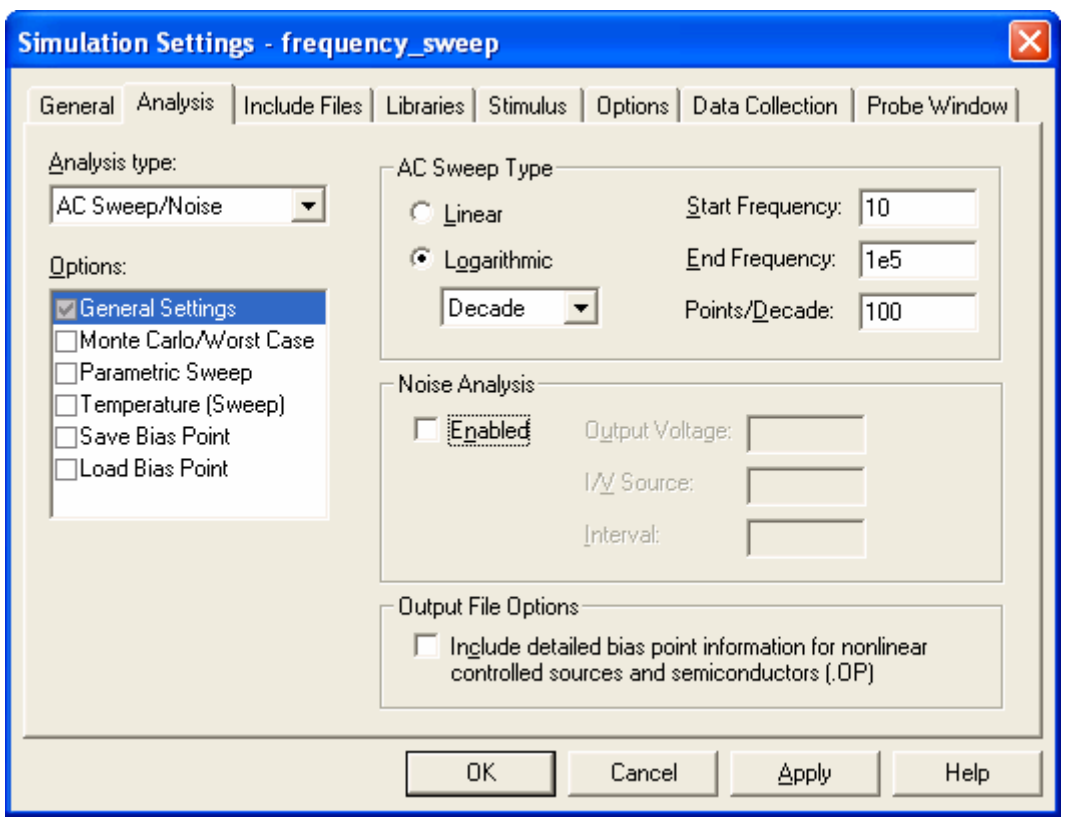

Figure 9: Simulation settings
18. Create a new simulation profile (**PSpice → New Simulation Profile**) called **frequency_sweep**. In the **Simulation Settings** window, choose **AC Sweep/Noise** as the analysis type. Select **Logarithmic** and **Decade** in the **AC Sweep Type area**. Set the **Start Frequency** to 10 Hz, the **End Frequency** to 100 kHz, and **Points/Decade** to 100 (Fig. 9). This will simulate the circuit in the frequency range from 10 Hz to 100 kHz, with 100 data points per decade.